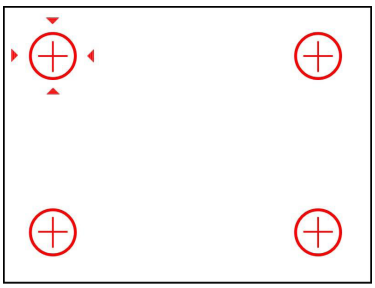

Figura 7.2
- Para la interfaz que se muestra en la Figura 7-2, si presiona un botón cuando se le solicita, el icono rojo del botón correspondiente cambiará a negro. Después de eso, el logotipo rojo se moverá a la posición del siguiente botón; tras presionar los cuatro botones correspondientes en orden, podrá salir de la interfaz de bloqueo. Si el icono del botón en la posición correspondiente permanece en rojo después de presionarlo, significa que se ha pulsado la tecla incorrecta.